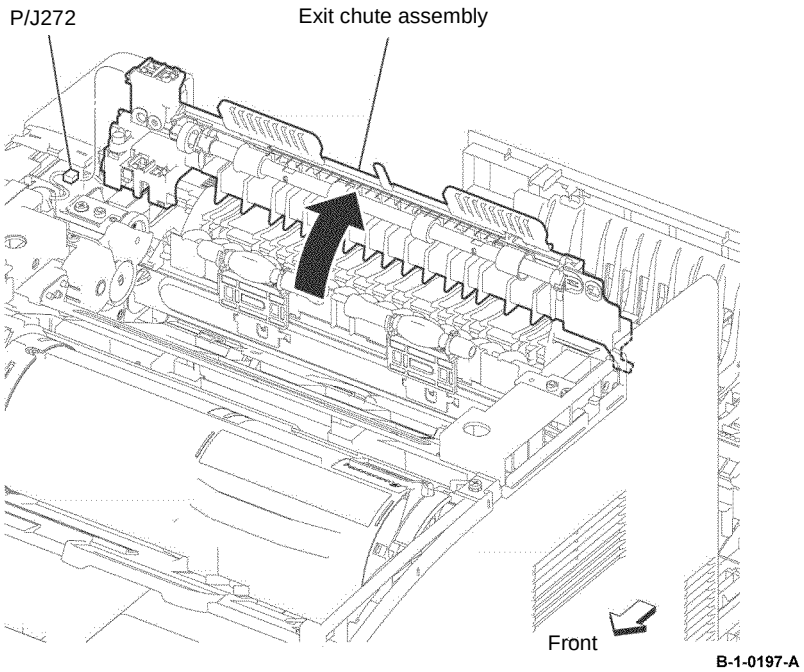

Figure 1 Full stack sensor disconnect
13. Remove two screws (silver, M3, 6mm) that fix the exit chute assembly to the printer. Lift the exit chute assembly in the arrowed direction, then disconnect P/J272 from the full stack sensor, Figure 1.